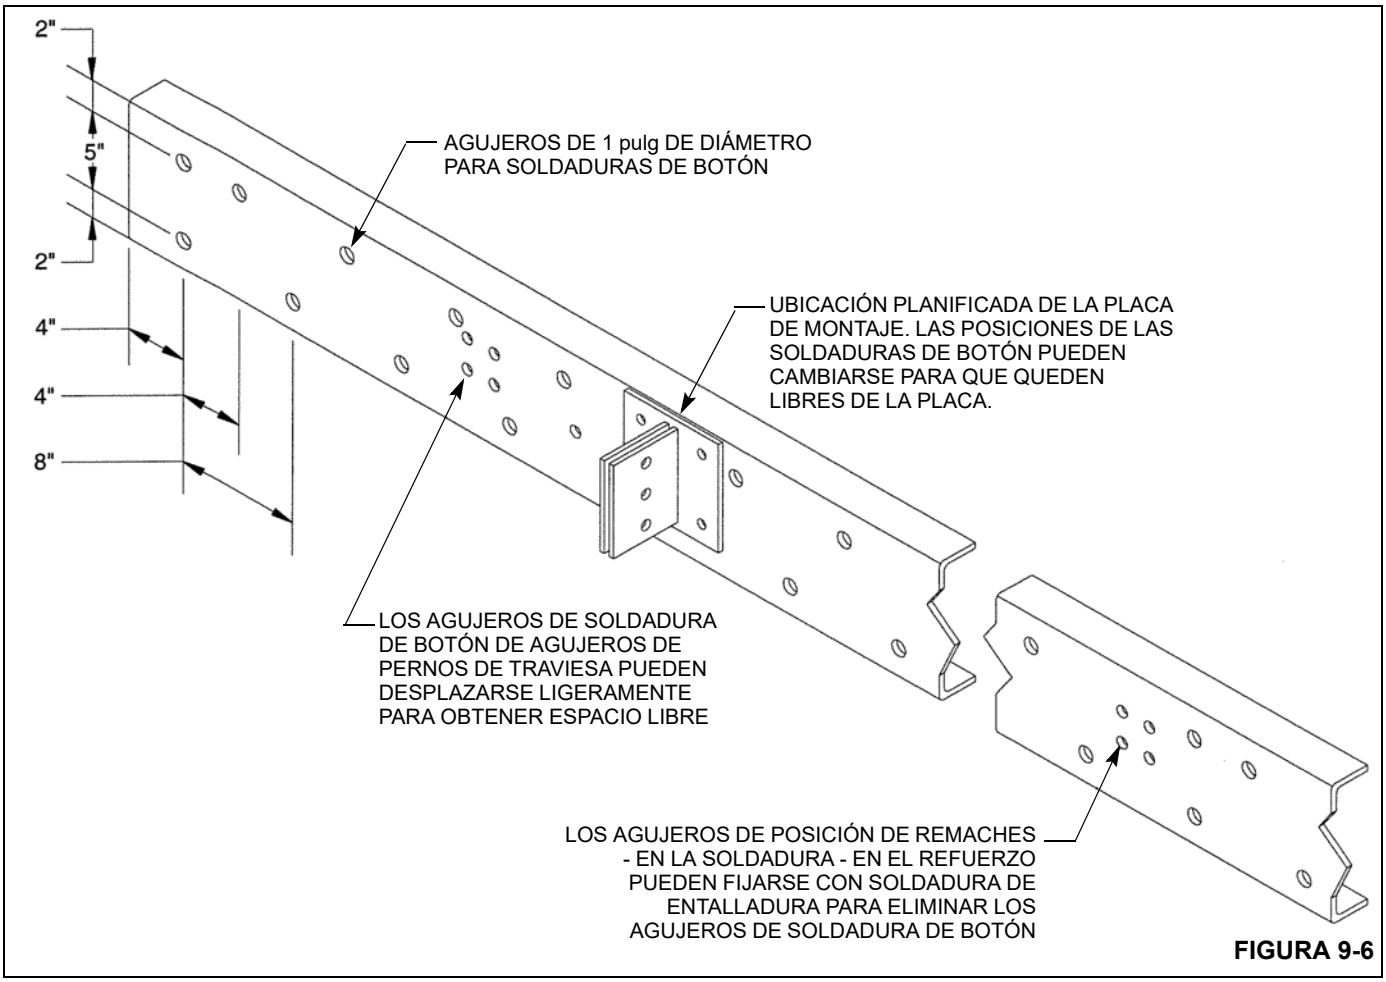

FIGURA 9-6
Instale el refuerzo, sujételo con pinzas en su lugar, instale los pernos de traviesa que se retiraron previamente y suéldelo al chasis del camión como se muestra en la Figura 9-6.
7. Si el ángulo de refuerzo se va a soldar al chasis del camión, recorte el patrón de agujeros de soldadura de botón de la forma ilustrada en la Figura 9-6.